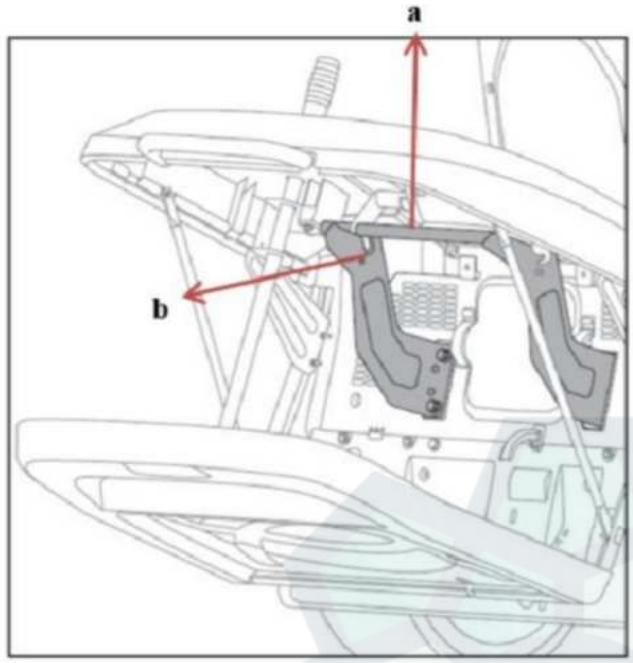

Рис. 7G
2. Вдоль задней кромки газонокосилки вставьте круглую трубку (a) в опорный U-образный паз (b) сверху вниз (Рис. 7G).